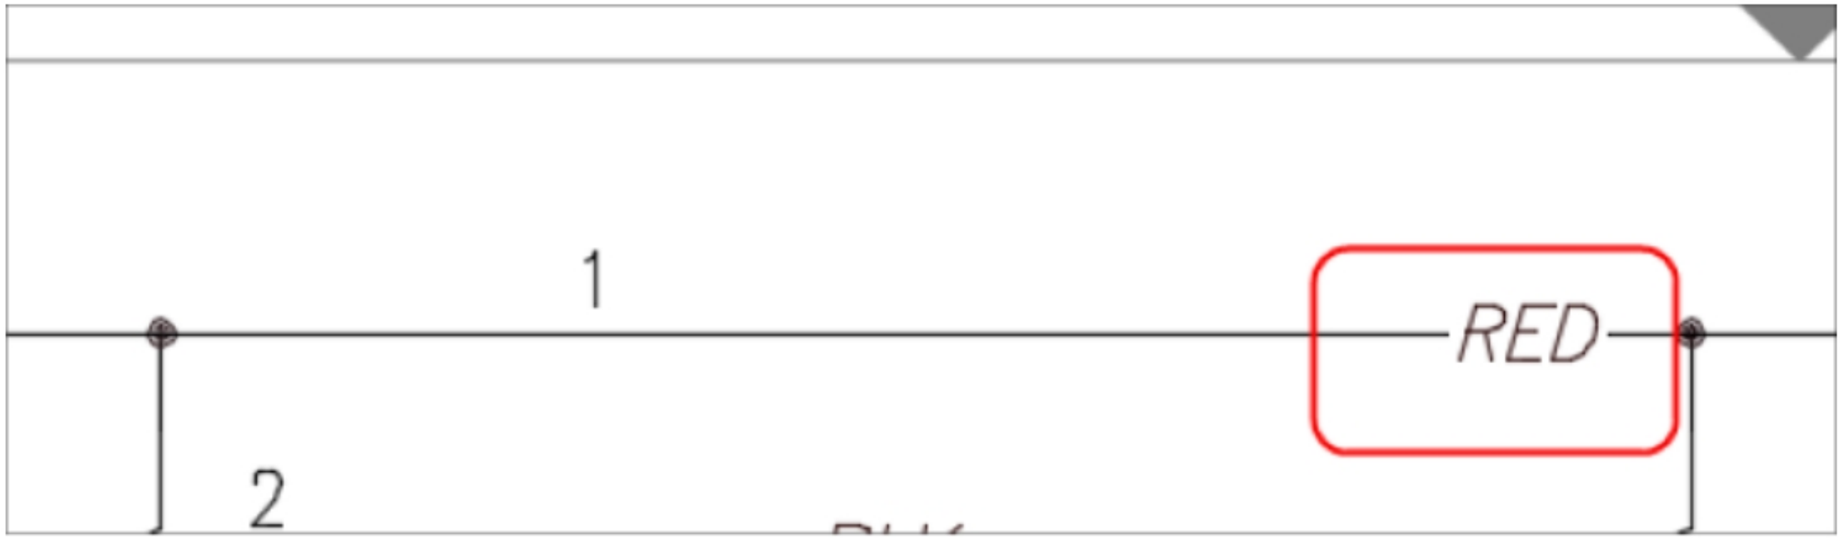

Figure-28. Entity after scooting
- Click at desired point to specify new location of the entity; refer to Figure-28.